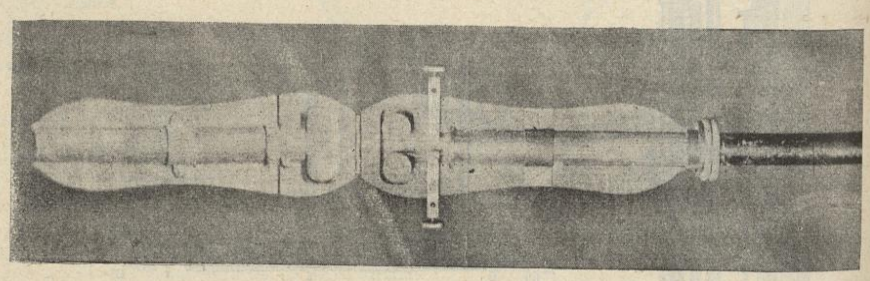
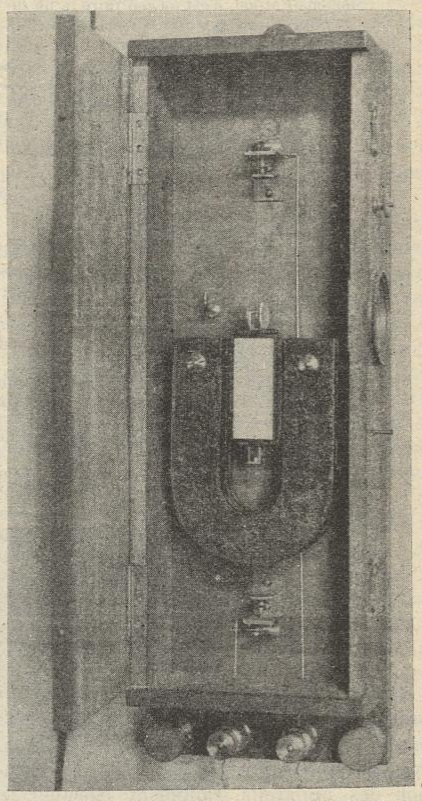

Fig. 24. — Canne pyrométrique Le Chatelier.
Fig. 25. — Galvanomètre d'Arsonval, modifié par Le Chatelier.
M. Le Chatelier après bien des tentatives recommande l'emploi des couples à soudure autogène (fig. 24) formés de platine et de ses alliages et gradués au moyen des points de fusion Violle. Afin d'éviter les difficultés et les pertes de temps, au lieu de mesurer la force électromotrice, M. Le Chatelier mesure l'intensité du courant dans un circuit, comprenant un galvanomètre d'Arsonval modifié, fig. 25. La durée de l'observation varie de 1 à 10 secondes. Plusieurs lectures concordent à 5° près aux environs de 1000°. Le savant professeur a